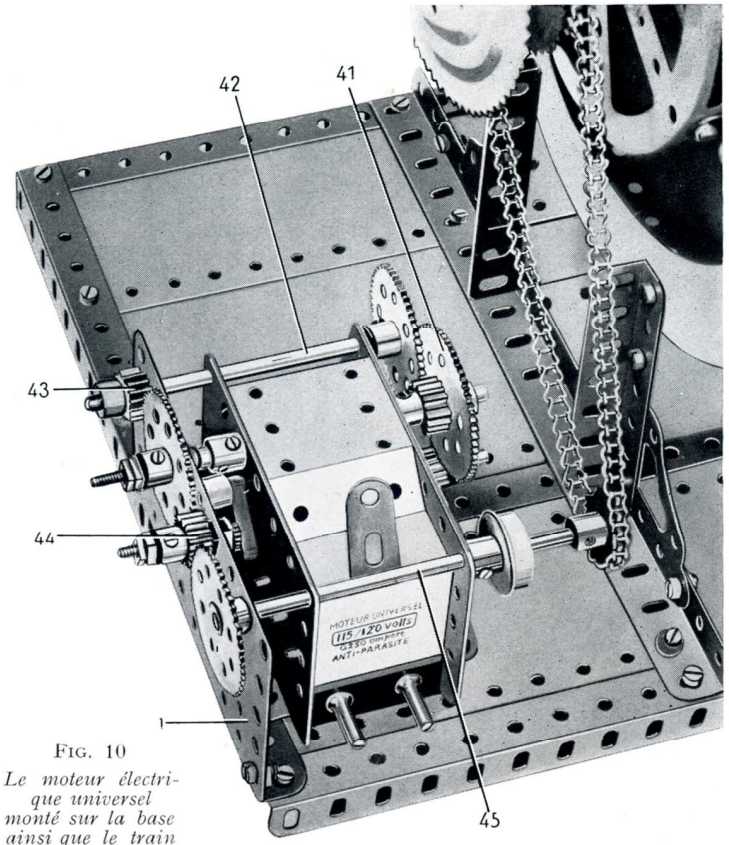

FIG. 10
Un moteur électrique universel est boulonné par ses rebords sur la base (fig. 10) et un pignon de 15 dents monté sur son arbre entraîne une roue de 60 dents (41) fixée sur une tringle qui passe dans les flasques du moteur. Un pignon de 19 dents monté sur la même tringle entraîne une roue de 57 dents fixée sur une tringle (42) qui porte également un pignon de 19 dents (43). Ce dernier engrène avec une roue de 57 dents qui tourne librement sur un boulon de 28 mm., mais qui est maintenue sur le boulon par des contre-écrous. Ce boulon est d'abord muni d'un écrou et d'une rondelle et il est ensuite passé dans la plaque sans rebords (1) et il est fixé en place par un autre écrou. La roue de 57 dents entraîne un pignon de 19 dents (44) qui est monté sur un boulon de 28 mm. de la même façon que la roue dentée, et le pignon à son tour engrène avec une autre roue de 57 dents fixée sur une tringle (45).